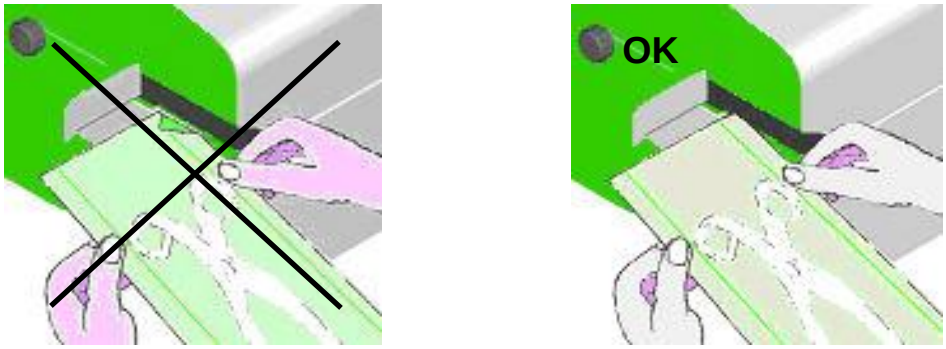

fig.2.5
- **per evitare saldature imperfette, inceppamento o cattivo funzionamento, l'operatore deve sempre inserire la busta ben distesa, evitando la piega dell'angolo di entrata, come indicato nella fig. 2.5**